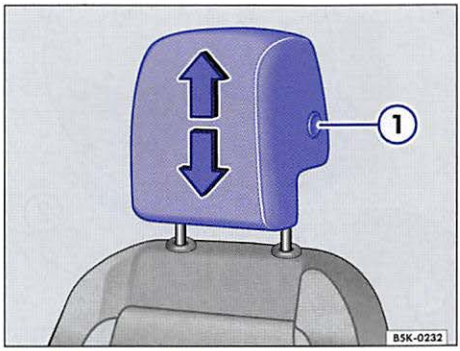
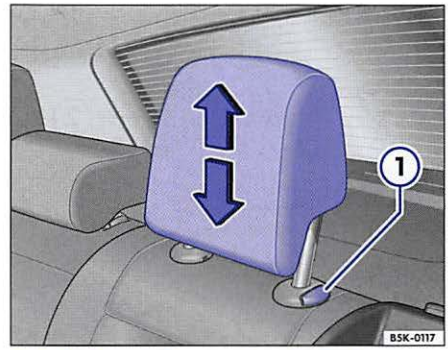

Fig. 37 Adjusting the head restraints.
Fig. 38 Adjusting the rear head restraints
- Push the head restraint up in the direction of the arrow or down when the button ⇒ fig. 37 ① or ⇒ fig. 38 ① is pressed ⇒ ⚠.